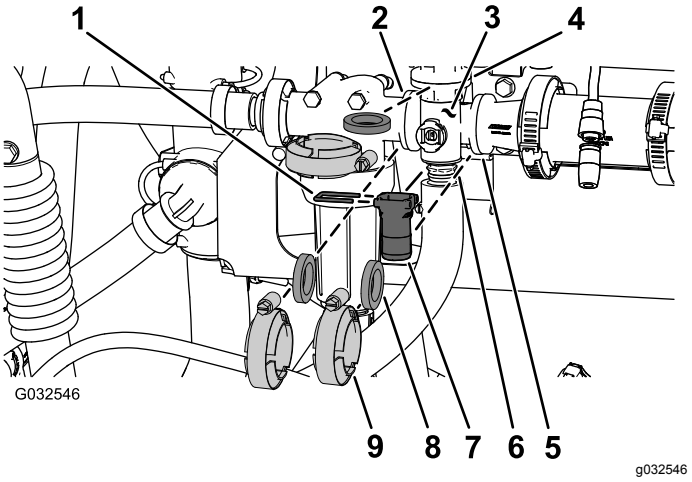

Рисунок 106
1. Снимите хомуты и прокладки крепления коллектора клапана перемешивания к перепускному клапану перемешивания, головке фильтра линии нагнетания, переходной муфте и переходному штуцеру (дроссельного клапана перемешивания), как показано на Рисунок 106.